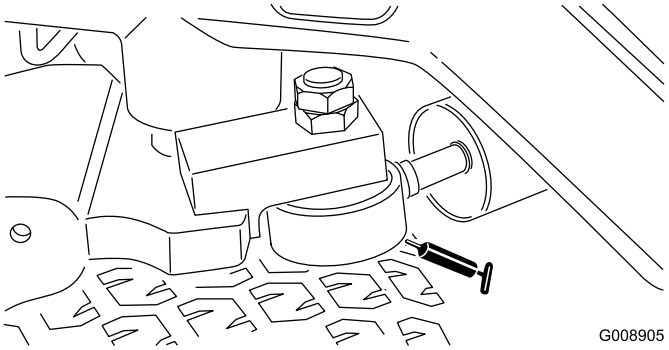

**Figur 58**
**Bemærk:** En ekstra smørefitting kan monteres i den anden ende af styretøjscylinderen. Fjern dækket, monter og smør niplen, fjern niplen, og sæt derefter proppen på (Figur 58).